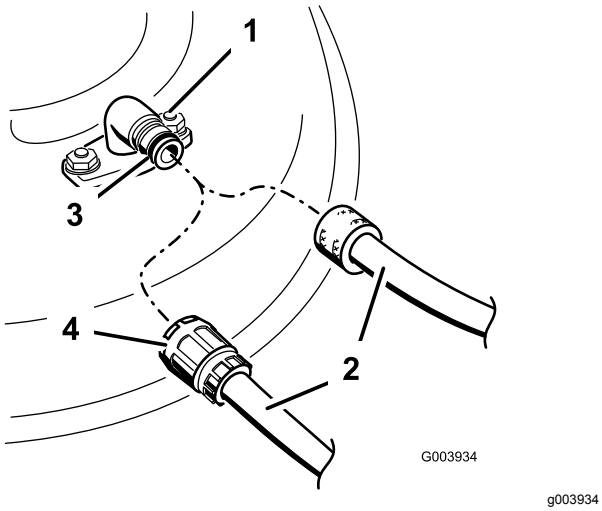

Figur 69
3. Fastgør slangekoblingen på enden af plæneklipperens vaskefitting, og skru helt op for vandet (Figur 69).